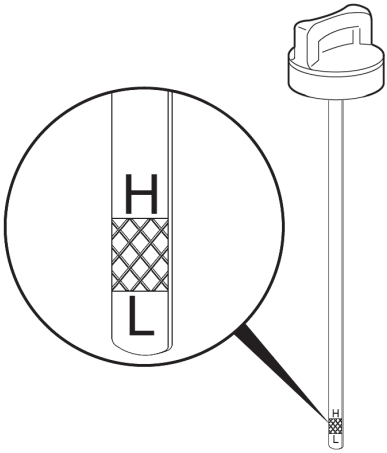

**Рис. 15. Проверка уровня масла**
5. Аккуратно вытащите щуп и осмотрите его. Уровень масла должен соответствовать верхней отметке «H» на щупе (Рис. 15).
6. При недостаточном уровне масла в картере необходимо долить чистое масло до верхней отметки «H» на щупе (Рис. 15). Не допускайте перелива или превышения максимального уровня масла в картере двигателя.
4. Аккуратно извлеките щуп и осмотрите его. Уровень масла должен соответствовать верхней отметке «H» на щупе (Рис. 15).
При недостаточном уровне масла в картере необходимо долить чистое масло до верхней отметки «H» на щупе (Рис. 15).